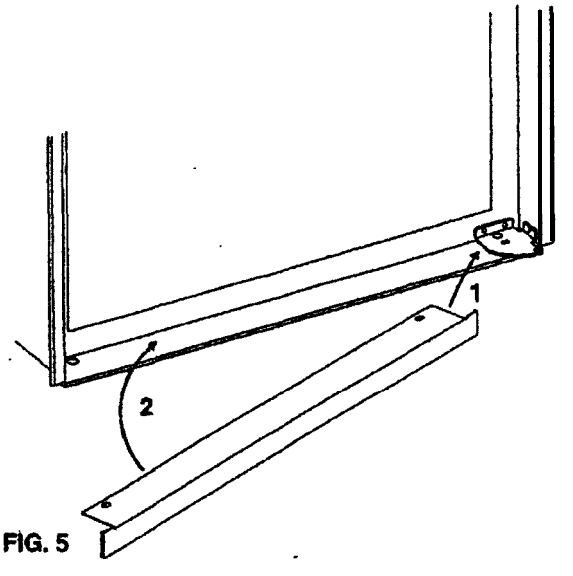

FIG. 5
1. Install the lower front strip by sliding it under the bottom hinge plate, as shown in FIG. 5. The hinge **plate can be on** the right or left side depending on the door swing.